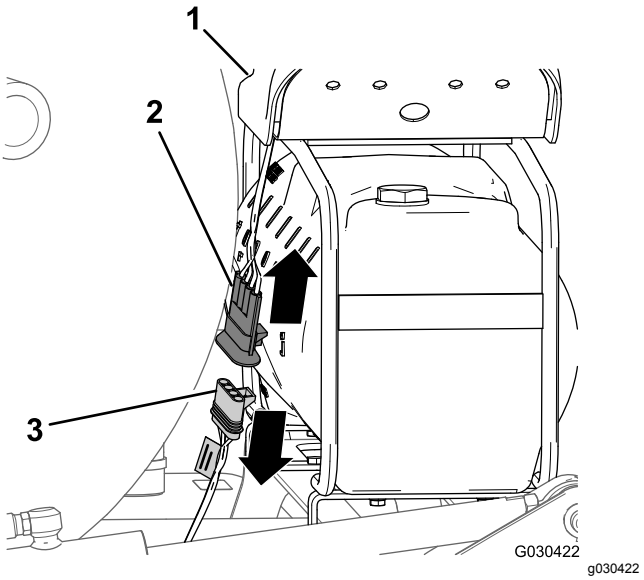

Figur 11
1. Leta reda på kablaget till kompressorn på baksidan av skummarkörstanken (Figur 11).
2. Koppla loss kompressorkablagets kontakt med fyra stift från kontakten med fyra uttag på maskinens bakre kablage (Figur 11).